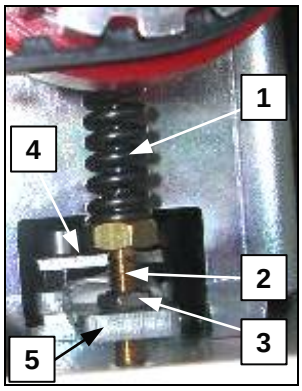

fig.5.19
Qualora fosse necessario sostituire la cella di carico (n.5-fig.5.19) eseguire le seguenti operazioni:
- mediante una chiave, ruotare in senso antiorario il dado (n.3-fig.5.19) in modo da renderlo libero di ruotare.
- mediante una chiave, ruotare in senso orario la vite pressione (n.2-fig.5.19) in modo da rendere libera completamente la molla pressione (n.1-fig.5.19)
- estrarre la molla (n.1-fig.5.19)
- svitare completamente la vite pressione (n.2-fig.5.19) ed estrarla dalla cella di carico (n.5-fig.5.19)
- estrarre la cella di carico guasta con il relativo distanziale, le due viti e i due dadi di fissaggio (n.4-fig.5.19)
- smontare dalla cella guasta il distanziale, le due viti e i due dadi ad essa fissati (n.4-fig.5.19) e montarli in quella nuova
- rimontare la vite pressione (n.2-fig.5.19) e la molla pressione (n.1-fig.5.19) in modo da ottenere una ***forza di saldatura (vedi par.3.1.4) compresa tra 85N e 88N.***